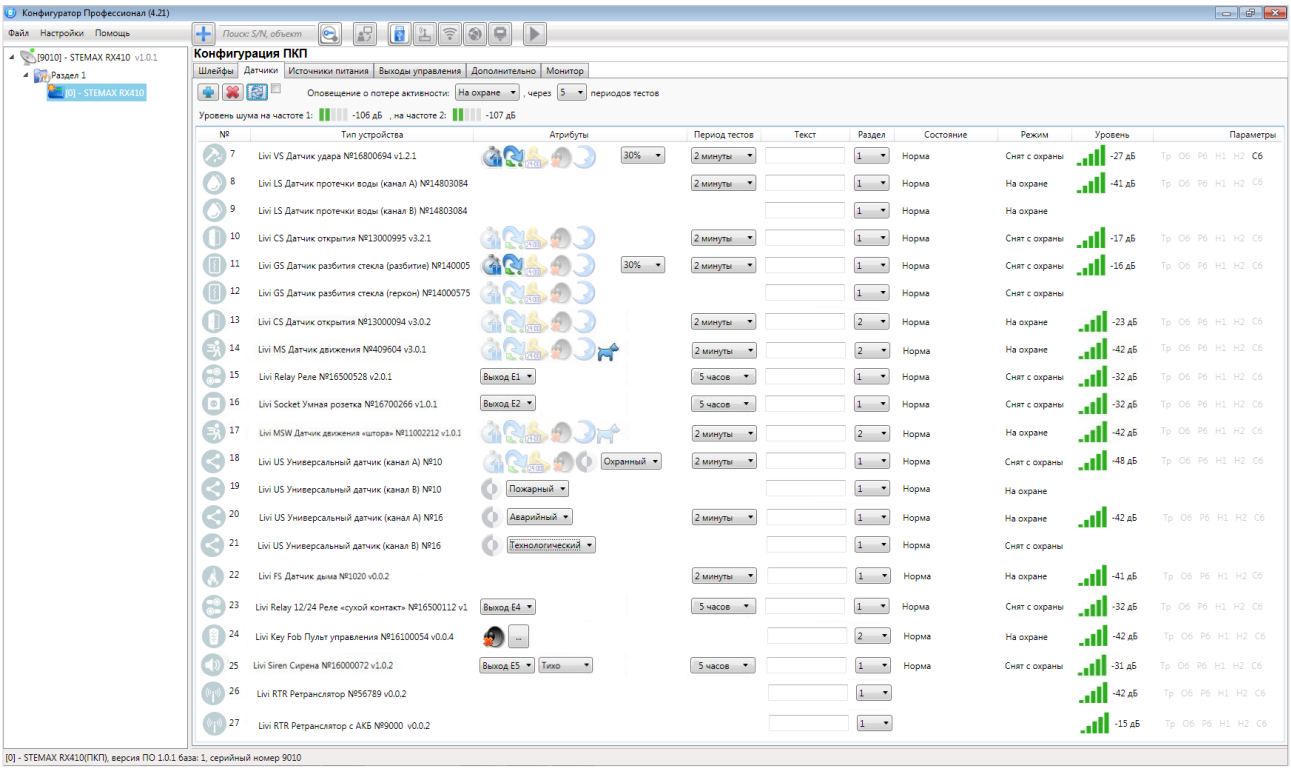

Рисунок 7.1 — Вкладка *Датчики* в конфигурации ППК STEMAX RX410
Настройка работы радиоустройств выполняется в Конфигураторе на вкладке Датчики (см. рисунок 7.1). Для обновления данных о состоянии радиоустройства нажмите кнопку *Обновить* . Для использования функции автоматического обновления установите флажок *Автоматически обновлять статистику датчиков* (рядом с кнопкой *Обновить*).
На вкладке *Датчики* вы можете посмотреть и изменить следующие данные о зарегистрированных радиоустройств (см. рисунок 7.1):
1. Нажмите кнопку ..., расположенную в столбце *Атрибуты* (см. рисунок 7.1).